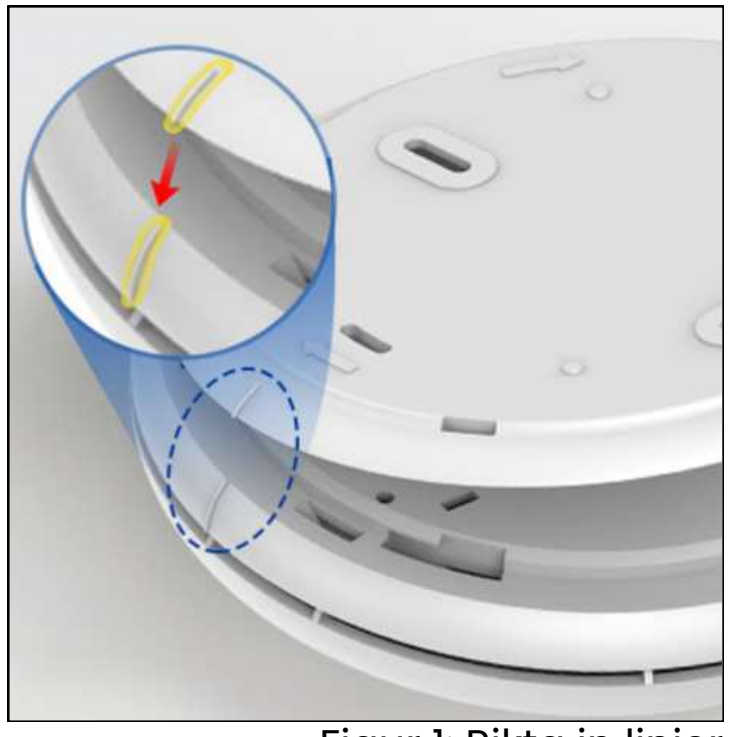

Figur 1: Rikta in linjer
Enheten avaktiveras som standard innan den lämnar vår fabrik. Innan detektorn kan användas måste den aktiveras med strömbrytaren på baksidan. Vrid monteringsfästet moturs från detektorn genom att rikta in linjerna (Figur 1).
1. Vrid monteringsfästet moturs från detektorn genom att rikta in linjerna (Figur 1).